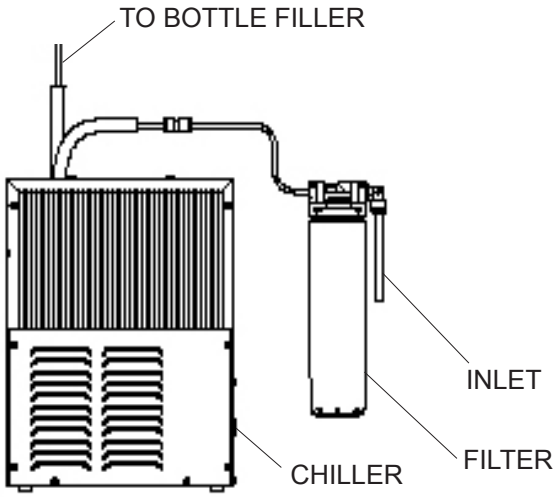

Figure 1
- **For Filtered Units:** Install a water shut-off valve and 3/8" (9.5mm) union connection to building water supply (valve and union not provided). Turn on water supply and flush the line thoroughly. Connect building water supply to filter water inlet with the 3/8" (9.5mm) union. See Figure 1.